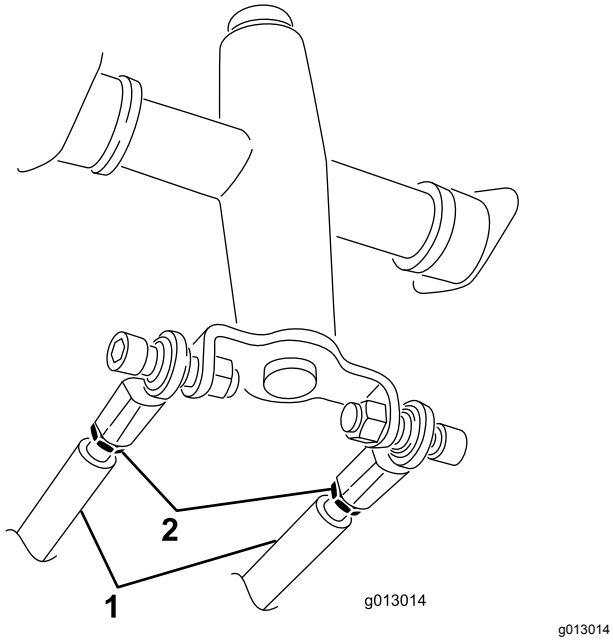

**Figur 58**
3. Lossa kontramuttrarna på drivstängerna, under reglagepanelen (Figur 58).